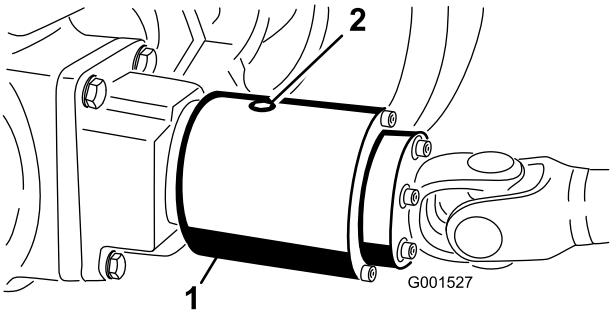

Figuur 55
3. Draai de koppeling zodanig dat de controleplug naar beneden wijst (Figuur 55).